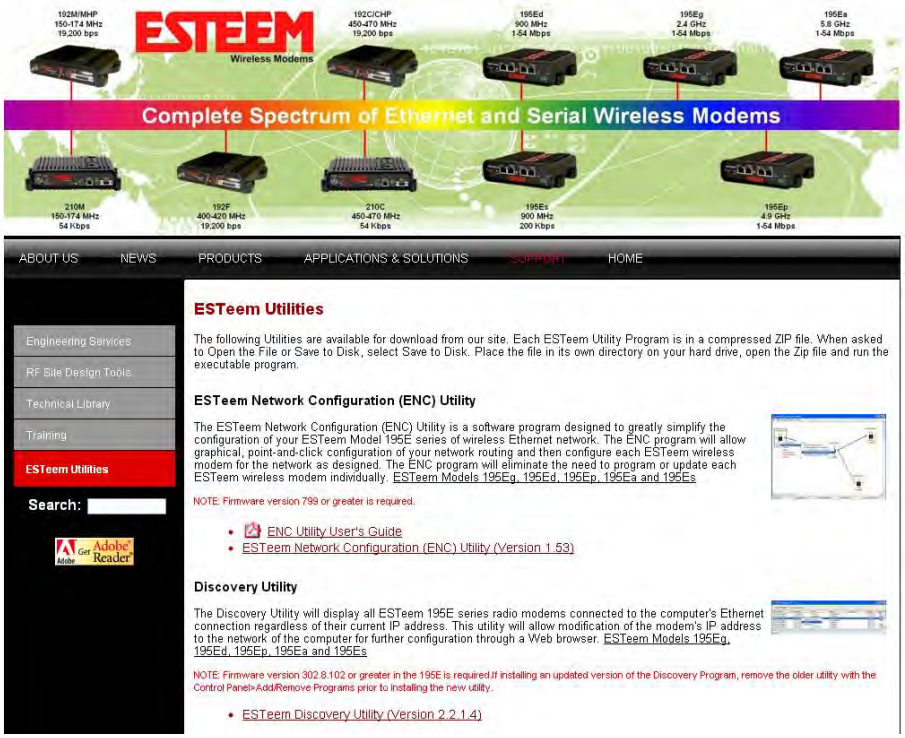

Figure 3: Discovery Utility Download
2. From the Main Page select ESTeem Utilities and click on ESTeem Discovery Utility (Figure 3).